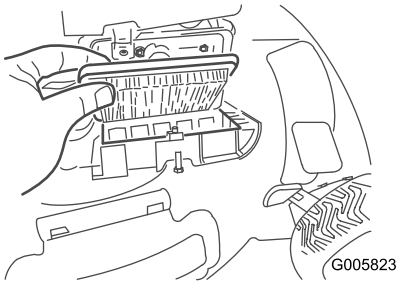

Figura 33
3. Cambie el filtro de aire (Figura 33).